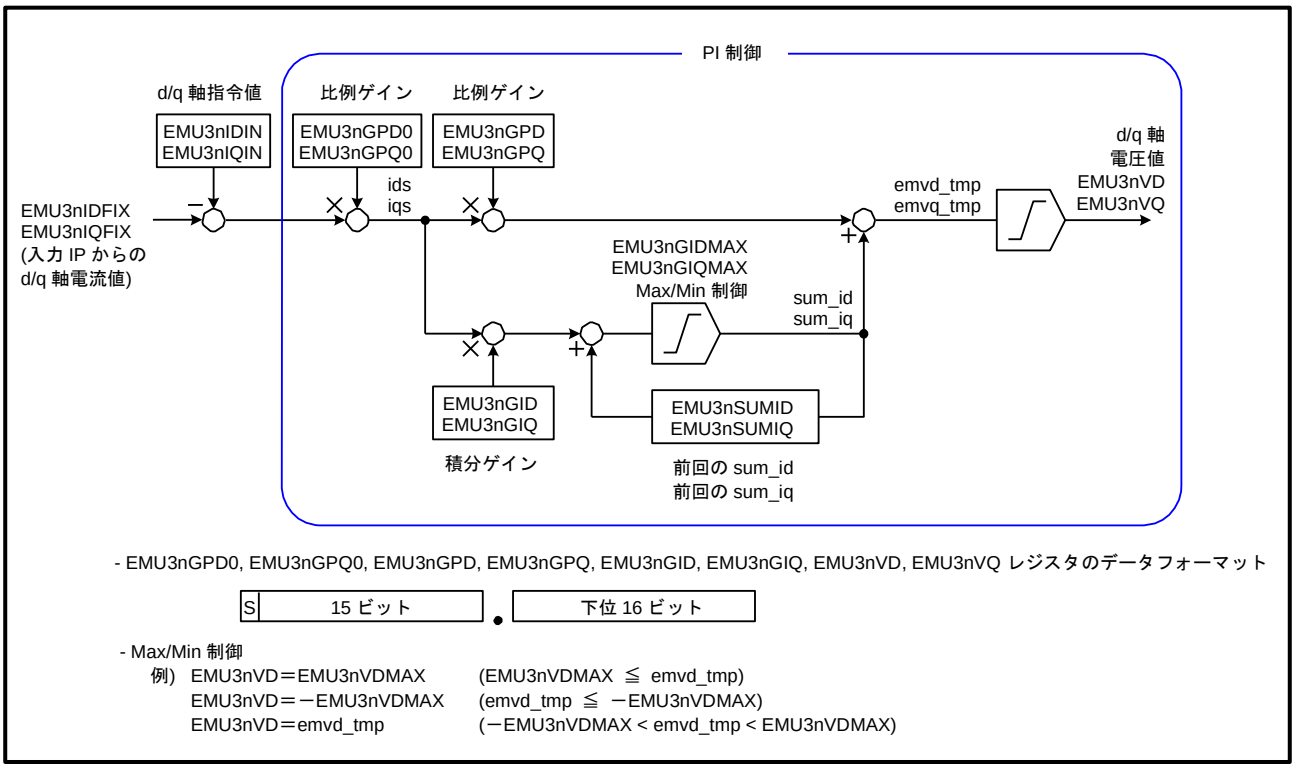

図 2-4 PI 制御 IP のブロック図
- PI 制御 IP は、dq 変換で算出された d 軸電流(帰還値)と q 軸電流(帰還値)と、ソフトウェアで設定した d 軸電流(指令値)と q 軸電流値(指令値)を用いて、d 軸電圧と q 軸電圧を算出します。EMU3nIPTRG レジスタの PIIPTRG ビットを“1”に設定した場合、入力 IP の処理が完了すると、PI 制御 IP が自動的に起動します。図 2-4 に PI 制御 IP のブロック図を示します。EMU3nIDFIX、EMU3nIQFIX レジスタに格納された帰還値と EMU3nIDIN、EMU3nIQIN レジスタに設定した指令値から、操作量である d 軸電圧と q 軸電圧を算出します。その結果、d 軸電圧が EMU3nVD レジスタに、q 軸電圧が EMU3nVQ レジスタに格納されます。